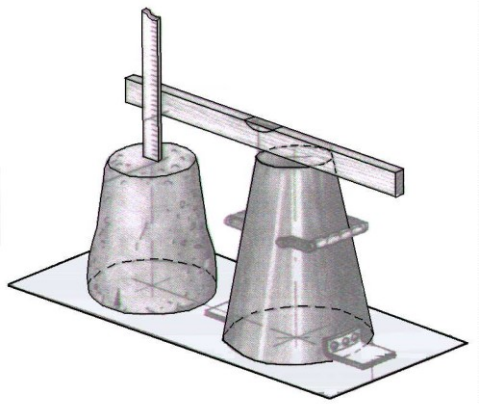

FIGURE 4.2
4.2 Answer the following questions with regard to the test in FIGURE 4.2.